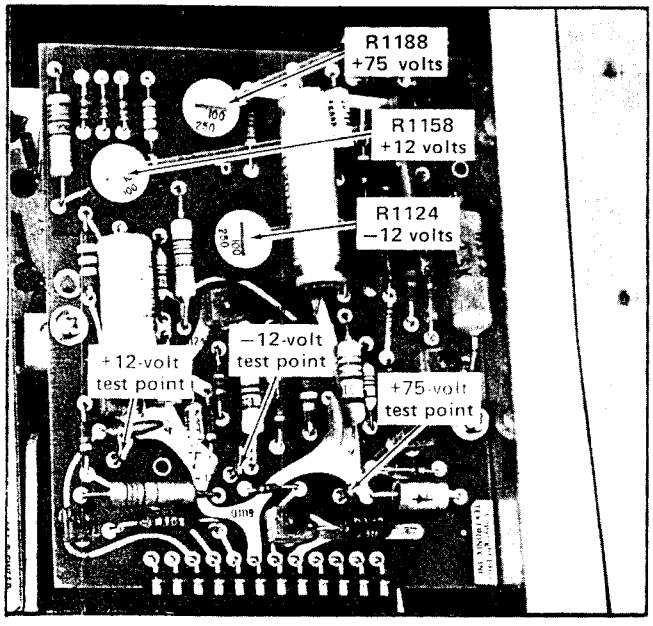

Fig. 5-3. Low-voltage power supply test points and adjustments (Low-Voltage Regulator circuit board).
d. ADJUST– –12 Volts adjustment R1124 (see Fig. 5-3) for –12 volts, ±0.0032 volt.
d. ADJUST– +12 Volts adjustment R1158 (see Fig. 5-3) for a meter reading of +1 volt (±0.003 volt).
f. Connect the precision DC voltmeter between the +12-volt test point on the Low-Voltage Regulator circuit board and chassis ground. See Fig. 5-3.
a. Connect the precision DC voltmeter between the +75-volt test point on the Low Voltage Regulator circuit board (see Fig. 5-3) and chassis ground.
c. ADJUST— +75 Volts adjustment R1188 (see Fig. 5-3) for a meter reading of +75 volts (±0.278 volt).
c. CHECK—Two millivolts (0.4 division) peak-to-peak maximum line-frequency ripple on the −12-volt, +12-volt, and +75-volt supplies while changing the autotransformer output voltage throughout the regulating range selected by the Line Voltage Selector assembly on the rear panel. Power-supply test points are shown in Fig. 5-3.